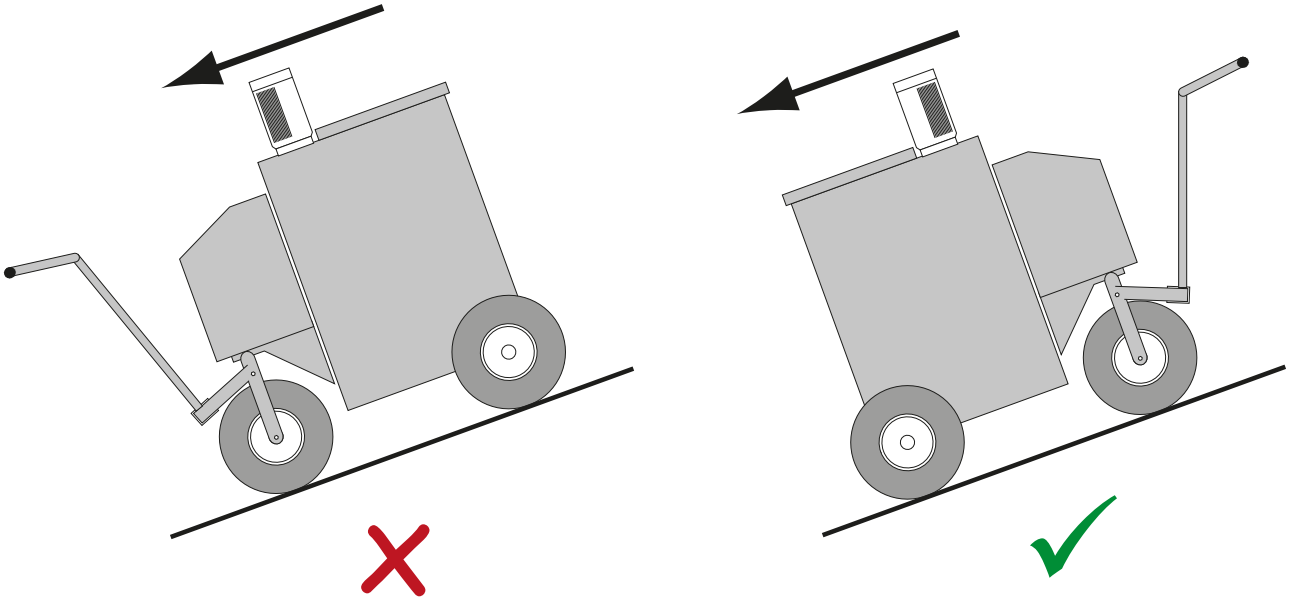

Bild 1: Fahrtrichtung bei abschüssigem Gelände anpassen
- Gehen Sie hinter dem Gerät (entgegen der Fahrtrichtung, siehe Bild 1: Fahrtrichtung bei abschüssigem Gelände anpassen auf Seite 10.